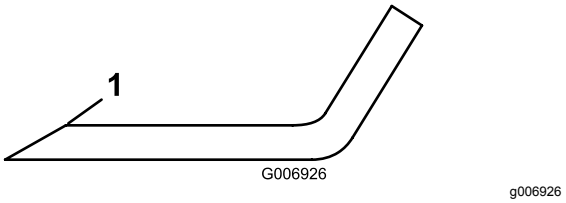

图 74
4. 检查所有刀片的刀刃如果刀刃变钝或出现裂口应打磨刀刃的边缘保持最初的切割角度以保证锋利度图 74。